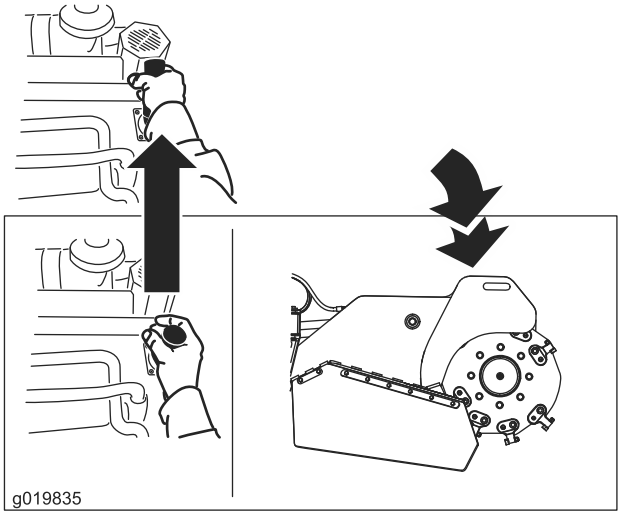

Figur 15
- Sänk ner fräsen genom att skjuta spaken framåt (Figur 15).